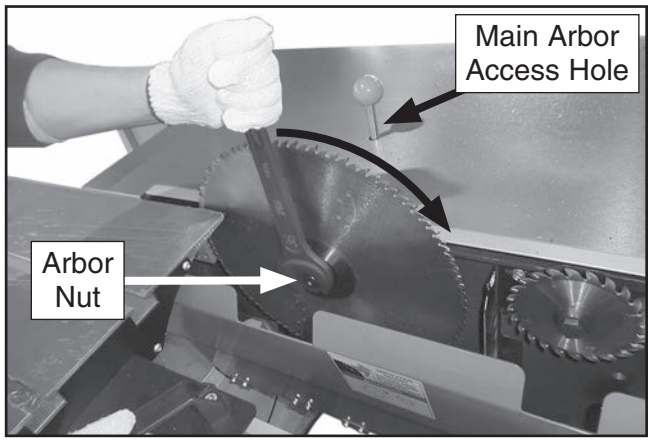

Figure 36. Loosening main blade arbor bolt.
24. Insert arbor locking pin into access hole shown in **Figure 36**.